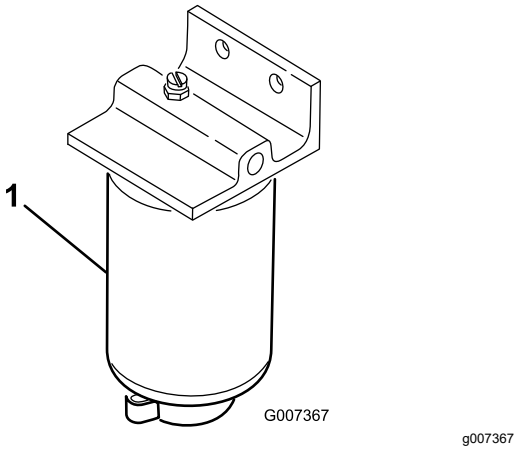

Figure 34
3. Dévissez le bouchon de vidange situé sur le filtre à carburant d'environ un tour et vidangez l'eau éventuellement accumulée (Figure 34).